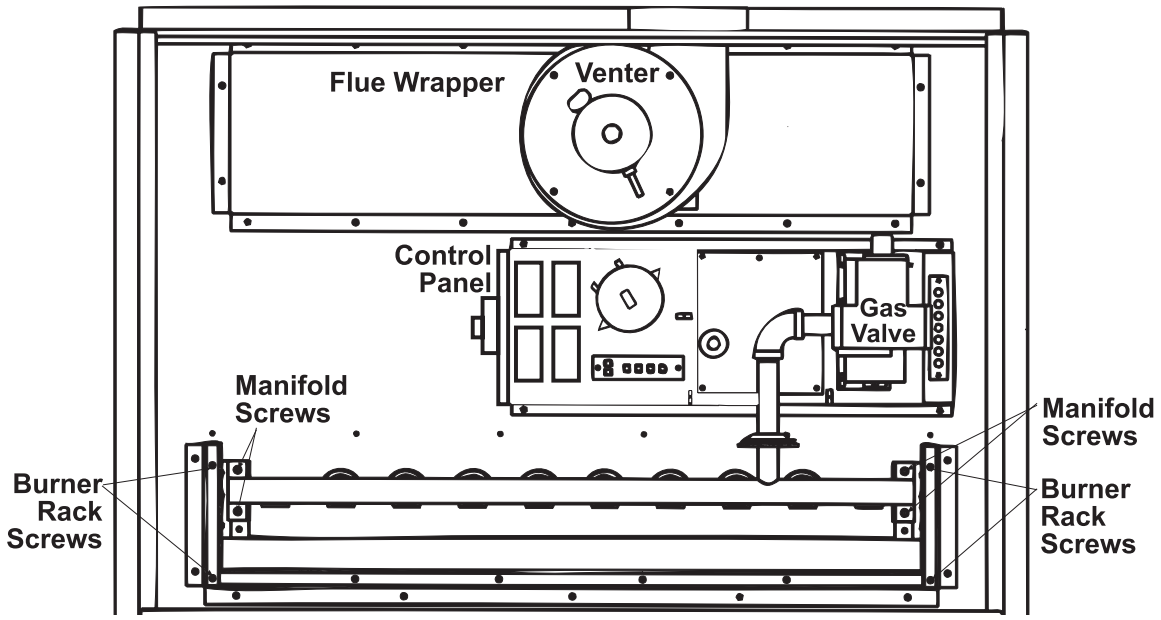

Figure 29. Burner Rack Removal
b. Remove screws (see **Figure 29**) that secure manifold to burner rack. Slide manifold from burner rack.
c. Remove screws (see **Figure 29**) that secure ends of burner rack to cabinet. Carefully pull burner rack away from heater.